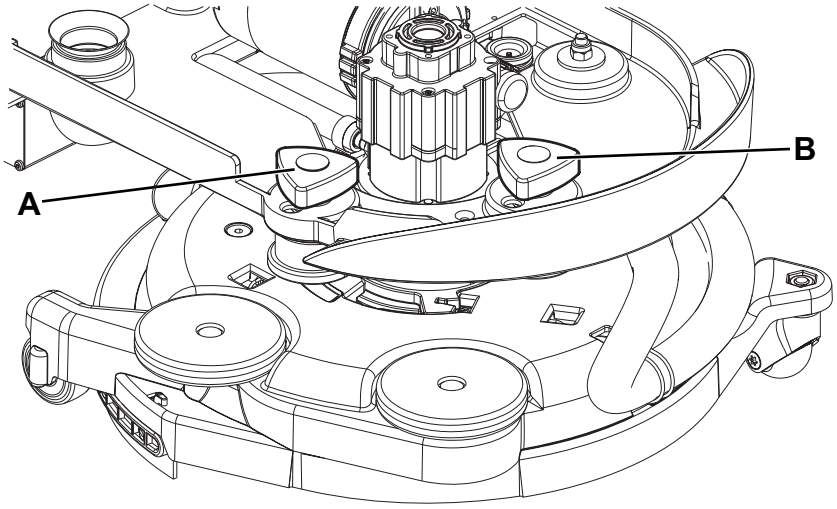

Figure 5
2. Régler la vitesse d'avance de la machine au moyen du bouton (A, Fig. 5) :
3. Si l'on relève que la machine a tendance à dévier de la direction d'avance rectilinéaire, il est possible d'agir sur le bouton (B) en le tournant dans le sens des aiguilles d'une montre ou dans le sens contraire pour corriger la déviation et obtenir un mouvement essentiellement neutre.